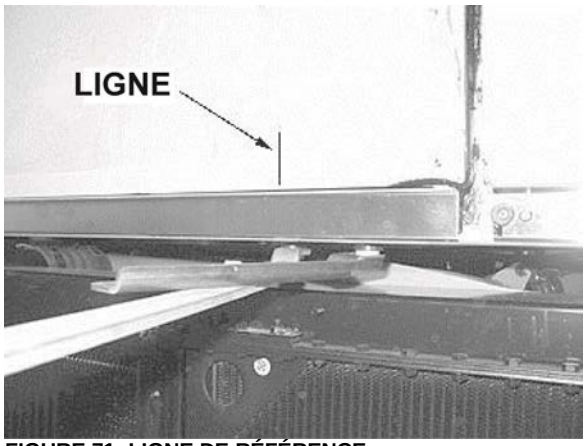
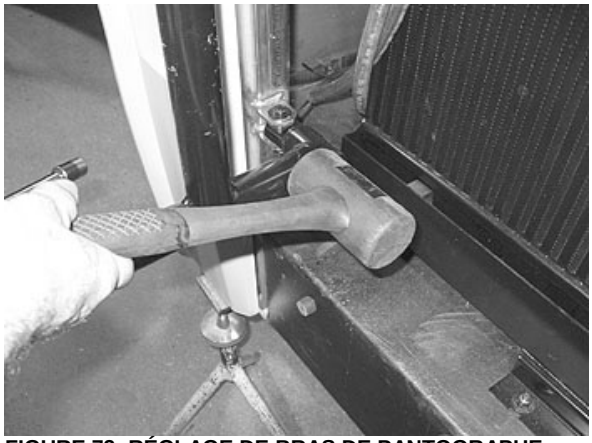

FIGURE 71: LIGNE DE RÉFÉRENCE
FIGURE 72: RÉGLAGE DE BRAS DE PANTOGRAPHE
2. À l'aide d'un maillet en caoutchouc, ajuster la partie inférieure du bras du pantographe afin d'obtenir 4 ± 1 mm entre le panneau latéral et la porte du compartiment moteur (voir les Figure 71 et Figure 72).